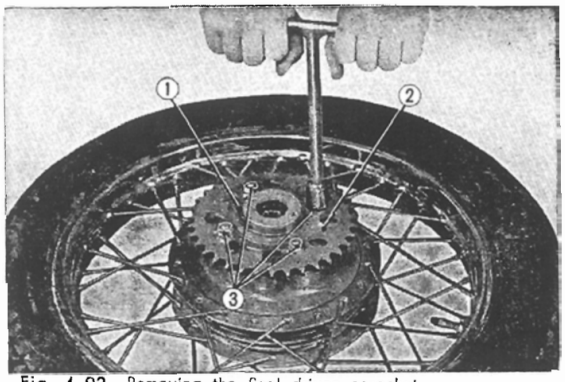

Fig. 4.92 Removing the final driven sprocket
5. Remove hub bearing retainer cap and 73.8 mm circlip, straighten the tongue washer, and remove the 10 mm nut. The final driven sprocket can then be separated from the rear wheel hub. **(Fig. 4.92)**